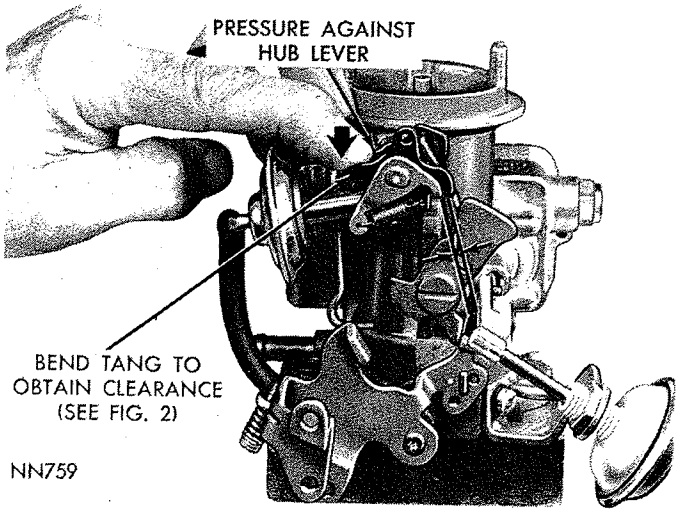

*Fig. 14—Spring Staged Choke Clearance*
To check the spring staged choke for correct operating clearance, refer to (Fig. 14), then proceed as follows:
(1) With choke closed, press the hub lever firmly in closing direction.
(2) Check clearance between hub lever and the shaft lever, as shown in (Fig. 14).
(3) The clearance in this position, should be from .005 to .025 inches.
(4) If an adjustment is necessary, bend the lever tang slightly, until correct clearance has been obtained.